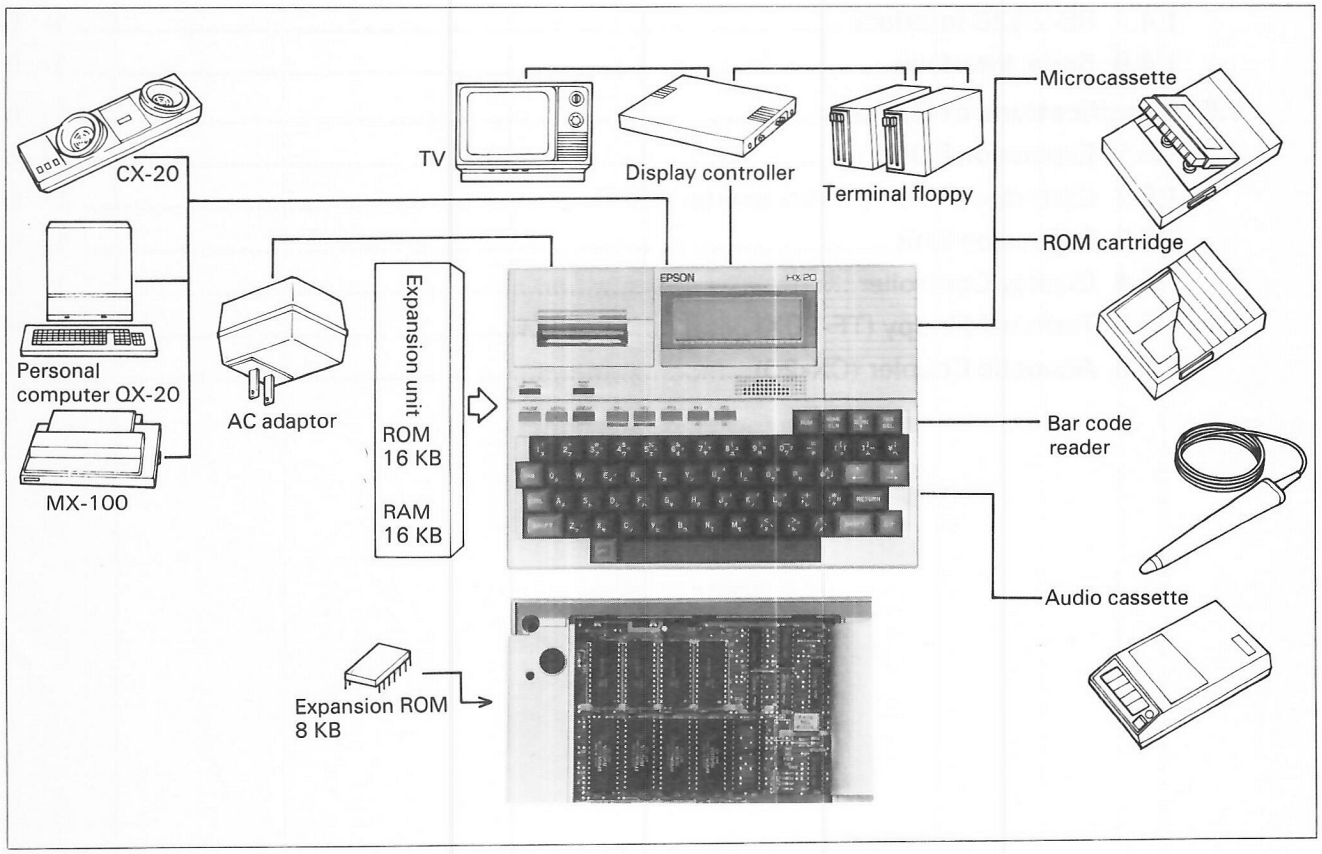

Fig. 1-1
The HX-20 normally consists of ① a 24 characters per line microprinter, ② liquid crystal display (20 characters x 4 lines to display 80 characters), ③ typewriter type keyboard (with 68 keys), ④ RS-232C interface, ⑤ high-speed serial interface, ⑥ cartridge (ROM or microcassette) interface, ⑦ audio cassette interface, ⑧ bar code reader interface, ⑨ ROM (32 KB), and ⑩ RAM (16 KB), and permits system configuration that is extendable as shown in Fig. 1-1.